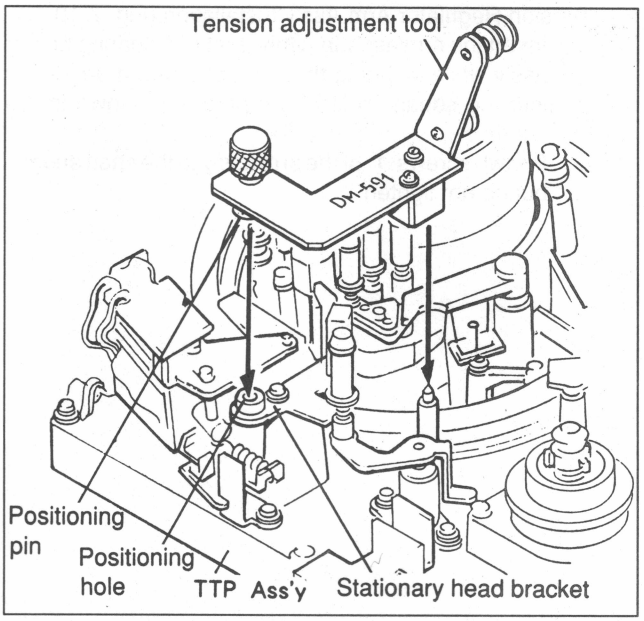

Fig.7-10-14 Tension Adjustment Tool ⑳① Installation
(5) As shown in Fig. 7-10-14, install the tension adjustment tool with the tool fixing screw into the mounting hole of stationary head bracket.